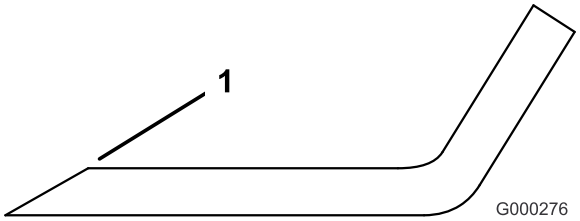

Figura 88
3. Examine as partes cortantes de todas as lâminas. Afie as extremidades de corte se estas apresentarem sinais de desgaste ou ranhuras. Afie apenas a zona superior da parte cortante e mantenha o ângulo de corte original para garantir um desempenho eficaz da lâmina (Figura 88). A lâmina mantém o equilíbrio se for retirada a mesma quantidade de metal de ambas as partes cortantes.